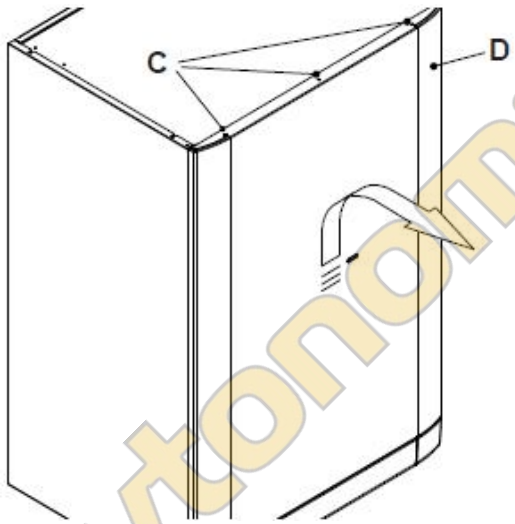

рис. 9.1
• Открутите винты (C) и снимите фронтальную панель (D), потянув вверх, чтобы снять её с нижних крючков (см. рис. 9.1).